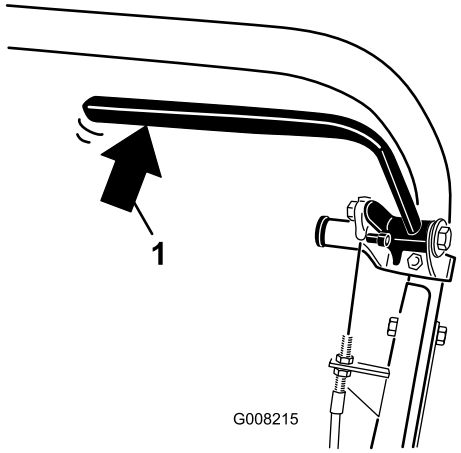

Figur 32
2. Bruk en fjærvekt og trykk bakover på servicebremsespaken (Figur 32). Parkeringsbremsen skal slippe når det påføres 13,5 til 18 kg kraft. Hvis parkeringsbremsen slipper før 13,5 til 18 kg kraft er påført, må bremsekabelen justeres. Gå videre til trinn 3.